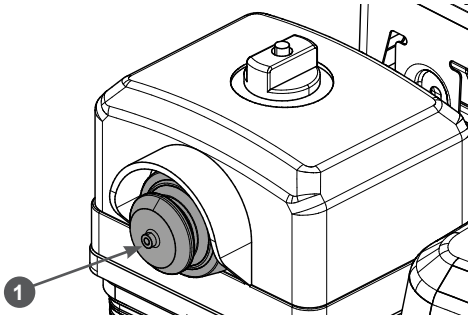

Рис. 25. Расположение ручного топливного насоса
6. Для запуска холодного двигателя нажмите 3 раза на ручной топливный насос 1 (Рис. 25).